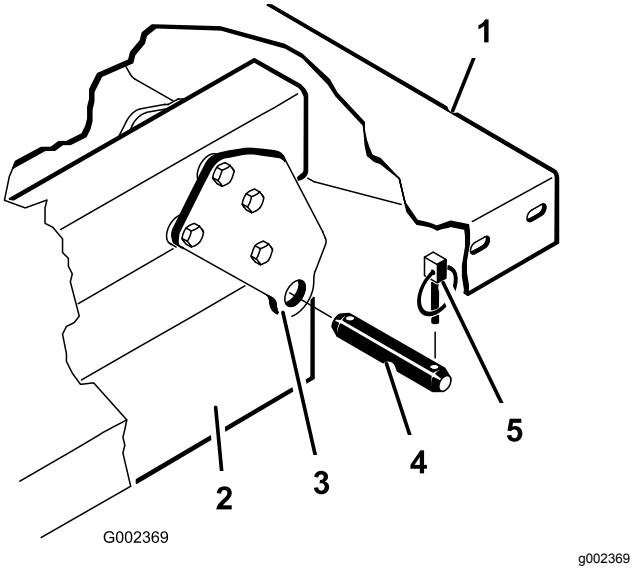

Figur 4
6. Afmonter de ringstifter og gaffelbolte, der fastholder ladets aksebeslag på maskinens stelkanaler (Figur 4).